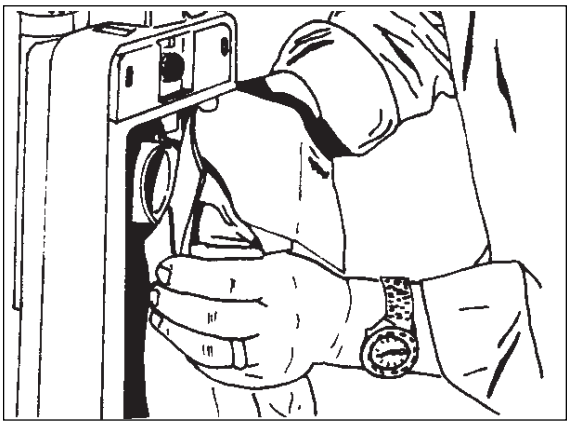

Figure 4
c. Introduisez l'ouverture du collet en carton sur le support du sac. Voir figure 4.